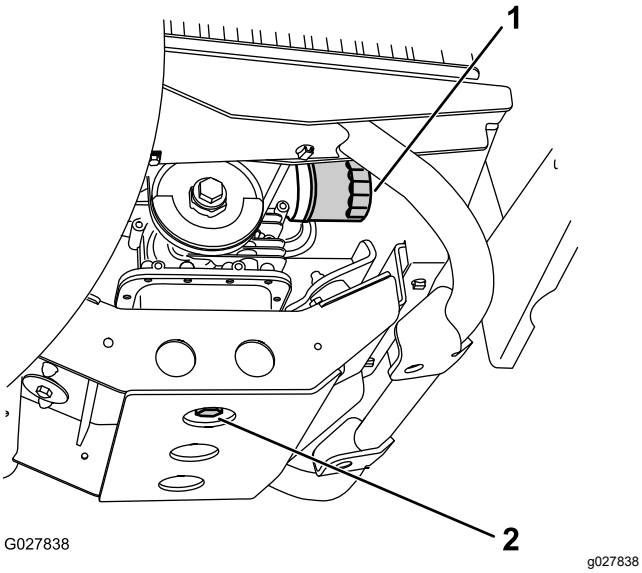

Figura 34
7. Coloque un recipiente debajo del tapón de vaciado (Figura 34).
8. Retire el tapón de vaciado (Figura 34).
9. Instale el tapón de vaciado y la junta (Figura 34), y apriete el tapón a 45–53 N·m.
2. Retire el filtro de aceite (Figura 34).
4. Enrosque el filtro nuevo sobre el adaptador del filtro hasta que la junta toque la placa de montaje y, a continuación, apriete el filtro ½–¾ de vuelta más (Figura 34).